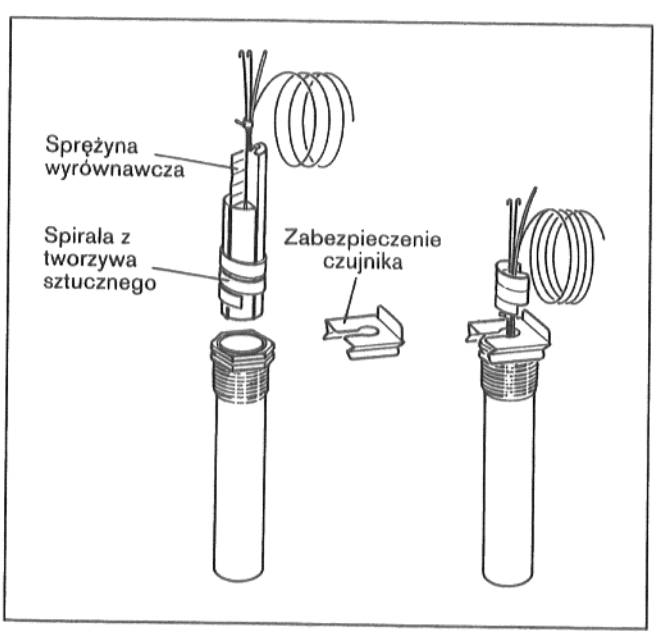

Rys. 39 - Tuleja zanurzana
- Zabezpieczenie czujnika (Zakres dostawy aparatu regulacyjnego) należy nacisnąć z boku lub z góry na główkę tulei zanurzanej (p. Rys. 39).
* – *Regulator temperatury (TR)*